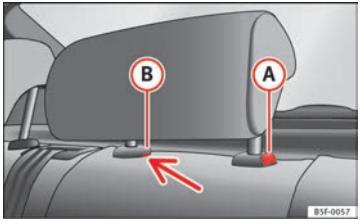

Fig. 82 Rear centre head restraint: release point
– To set the head restraint lower down, press the (A) ⇒ Fig. 82 button and move it downwards.
– Press the (A) ⇒ Fig. 82 button while at the same time removing the head restraint from the backrest ⇒ ⚠.
– Insert a screwdriver in the (B) position of the hole while at the same time removing the head restraint from the backrest ⇒ ⚠.